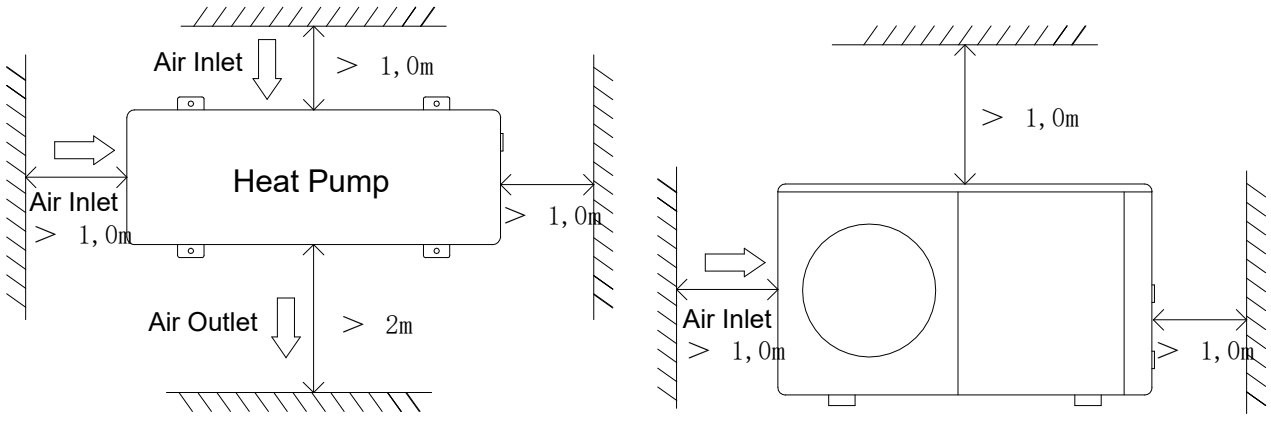

Abbildung 1
4. Für eine einfachere und bessere Wartung und Fehlerbehebung sollten sich keine Hindernisse um das Gerät herum näher als 1 m befinden. Und keine Hindernisse innerhalb von 2 m vertikal vom Gerät zur Belüftung. (Siehe Abbildung 1)